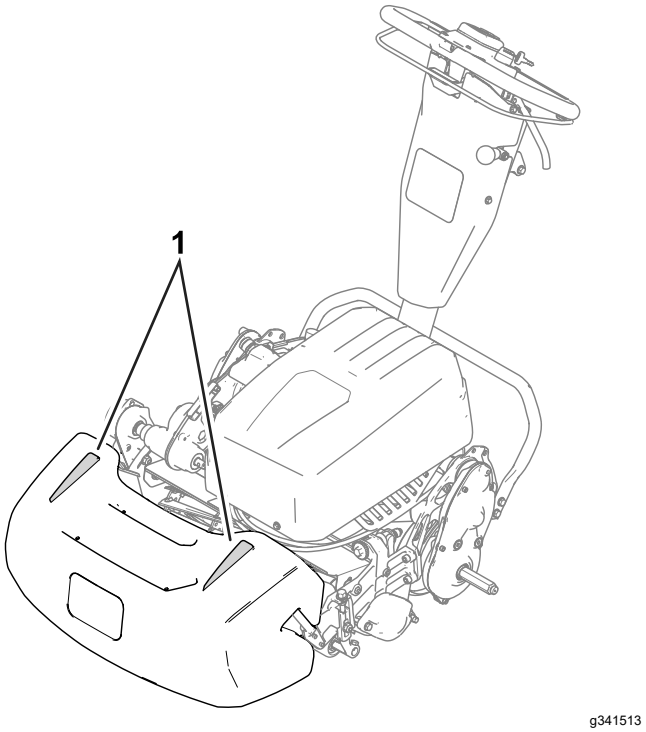

Rysunek 25
- Aby ułatwić sobie utrzymanie prostej linii koszenia na trawie oraz utrzymać urządzenie w stałej odległości od krawędzi poprzedniego skoszenia, użyj pasów kontrolnych na koszu (Rysunek 25).